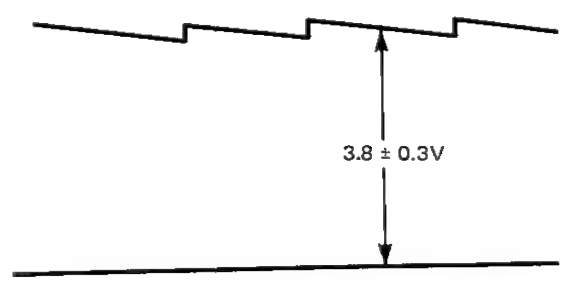

Abb. 49 Abstimmung der Capstan-Verriegelung
3) Wellenform mit einem Oszilloskop (~~GND~~ an ~~TP-741~~ T771) messen und R774C (Capstan-Verriegelung) so abstimmen, daß die Bedingungen in Abb. 49 erzielt werden können.